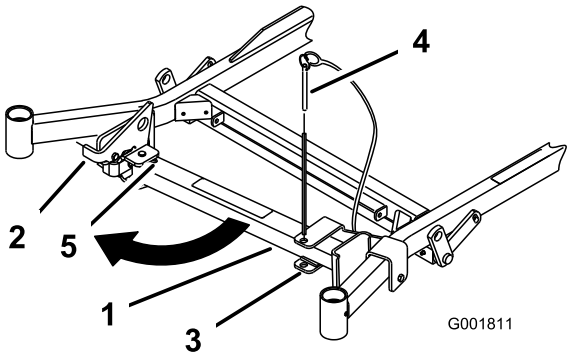
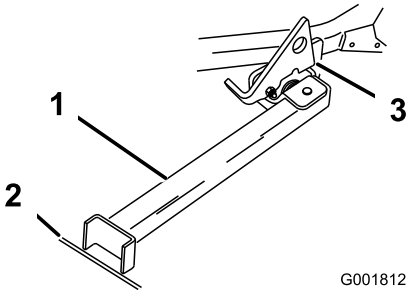

Rysunek 34
Rysunek 35
2. Usuń sworzeń wspornika (Rysunek 34).
3. Unieś zaczep. Obróć stopę podpory z przodu i przesuń ją w kierunku maszyny, w dół szczeliny (Rysunek 34 i Rysunek 35).
6. Ustaw stopę podpory na ziemi i oprzyj zaczep na występie osi przegubu (Rysunek 35).
Informacja: W celu uzyskania najlepszych wyników umieść stopę podpory w pęknięciu chodnika lub darni (Rysunek 35).
8. Wjedź na podpórkę. Zatrzymaj się, gdy zaczep wpadnie na występ i SIĘ ZABLOKUJE (Rysunek 35). Po wjechaniu na podporę zaciągnij hamulec postojowy i wyłącz silnik.
7. Ustaw podporę w położeniu SPOCZYNKOWYM (Rysunek 34).